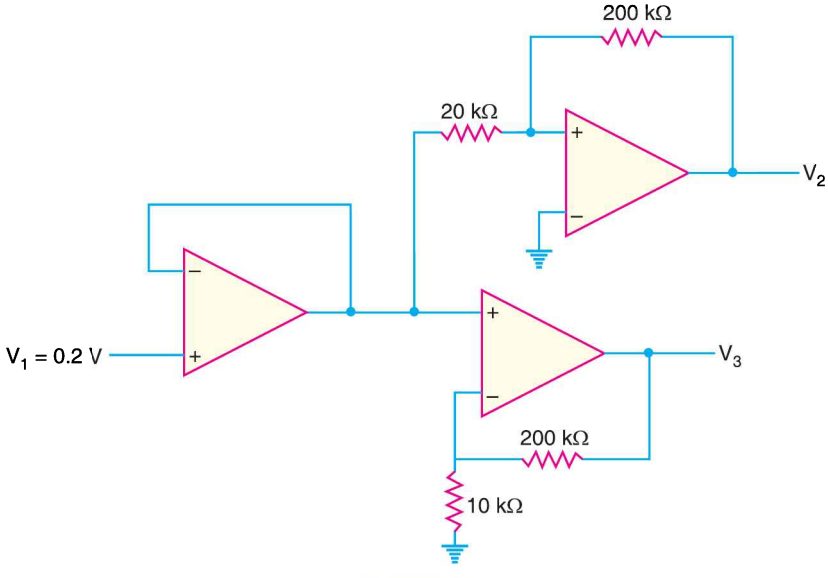

Fig. 25.108
15. Calculate the output voltages V_2 and V_3 in the circuit of Fig. 25.108. **[V_2 = – 2 V ; V_3 = 4.2 V]**